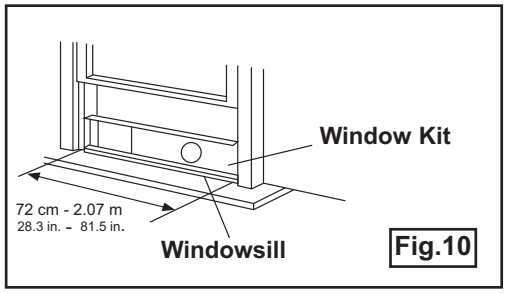

Fig.10
2. Adjust the length of the window slider kit to fit the width of the window. Shorten the adjustable window kit to fit the width of the window if less than 28.3 inches. Open the window sash and place the window slider kit on the windowsill. Fig.10